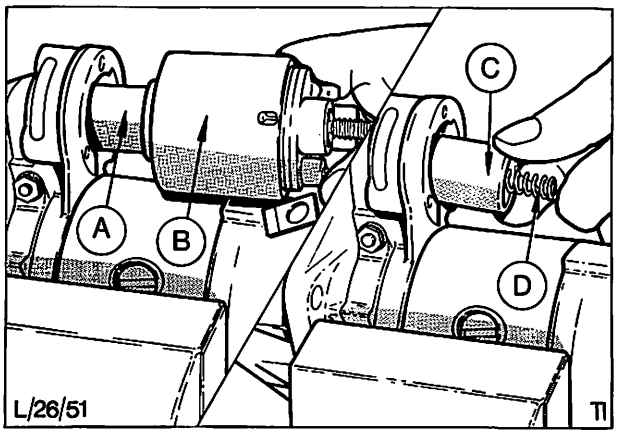

Abb. 104 Magnetschaltergehäuse ausrichten
25. Öse des Magnetschalter-Ankers mit Lithium-Fett leicht fetten und in die Einrückgabel einhängen. Auf richtigen Sitz der Anker-Rückdruckfeder achten, dann Magnetschaltergehäuse über den Anker führen, Abb. 104.